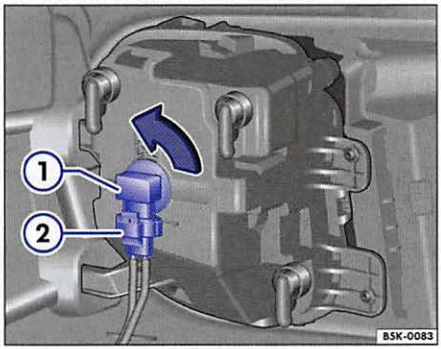

Fig. 171 Remove bulb in fog light.
3.	Release the connector ⇒ fig. 171 ② and pull it off.
4.	Rotate the bulb holder ⇒ fig. 171 ① as far as it goes to the left and pull it out with the light bulb to the rear.
7.	Attach the connector ⇒ fig. 171 ② to the bulb holder ⇒ fig. 171 ①. The connector must latch audibly.